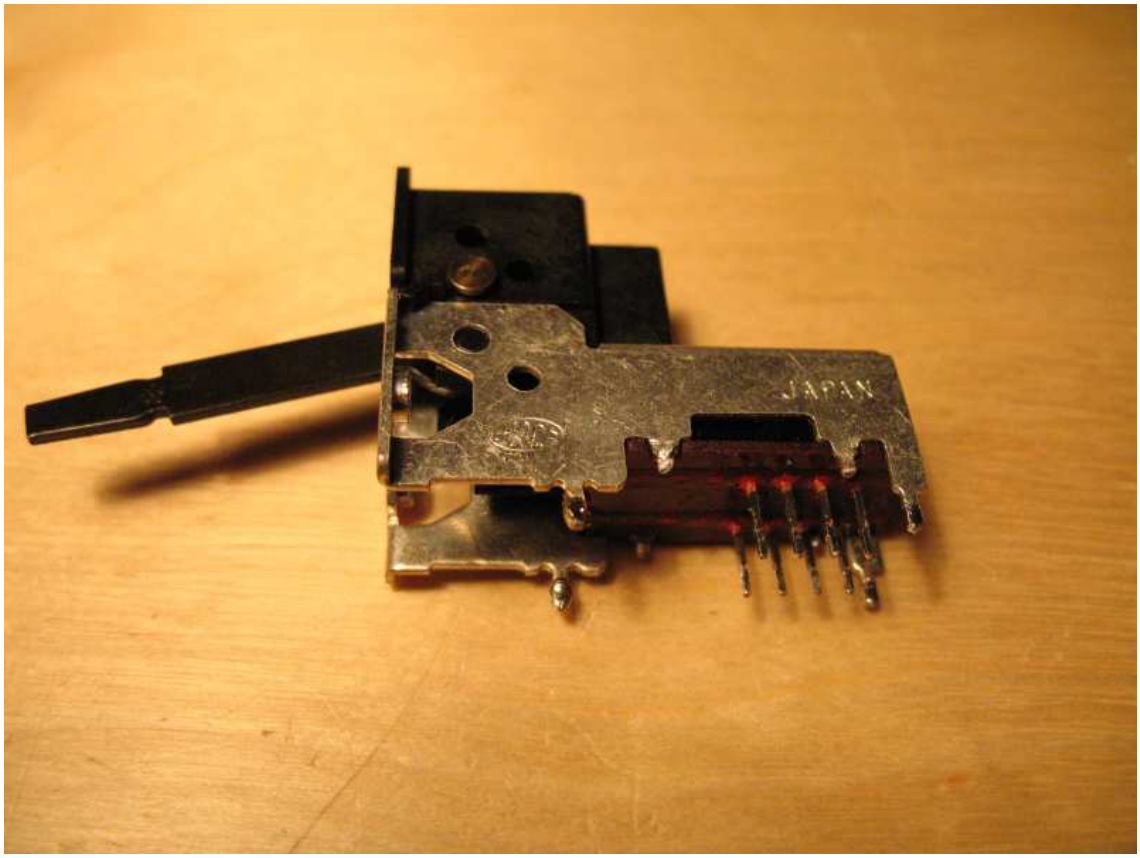

Abbildung 4.3.: Kippschalter vor auseinanderbauen
- Schalter öffnen (siehe Abb. 4.3 und folgende) eine kleine Zange kann sehr gut als Hebel zum aufbiegen der Gehäuse verwendet werden.